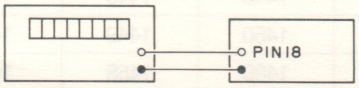

**Figure b1**
1. AM Mode -- Connect the Frequency Counter to Pin 18 on TUNER & IF Board. (Figure b1)